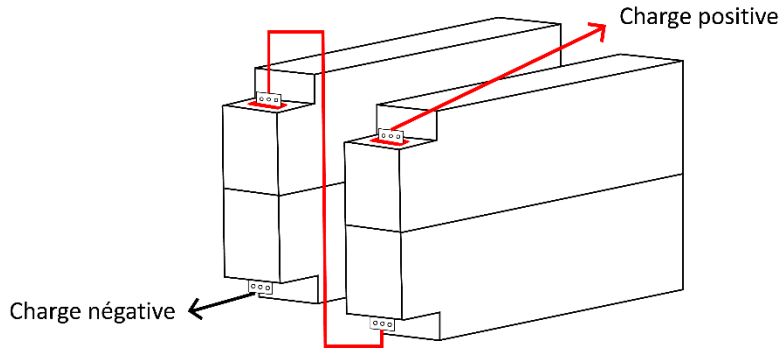
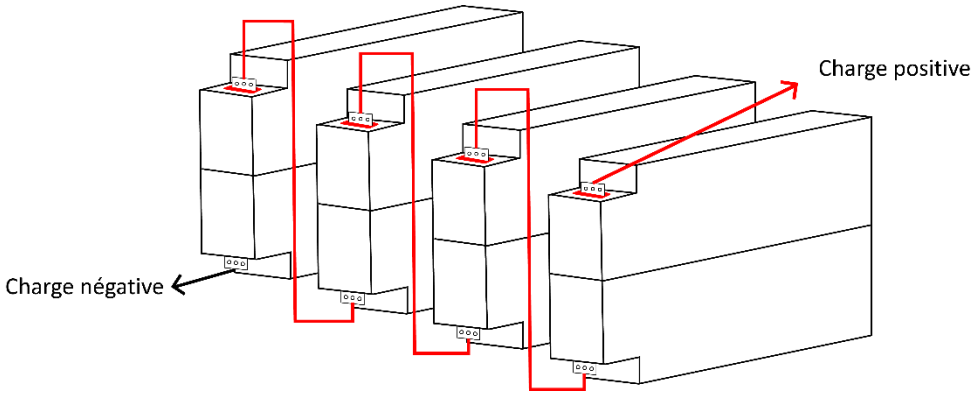

Figure 4.1 : *Deux batteries GC3 connectées en Série pour créer une banque de batteries 24V 270Ah*
Figure 4.2 : *Quatre batteries GC3 connectées en série pour créer une banque de batteries 48V 270Ah*
7. Répétez les étapes 3-6 pour les batteries supplémentaires, mais **ne dépassez PAS** 48V. Vous trouverez ci-dessous un exemple de connexion en série correcte dans les Fig. 4.1 et Fig. 4.2.